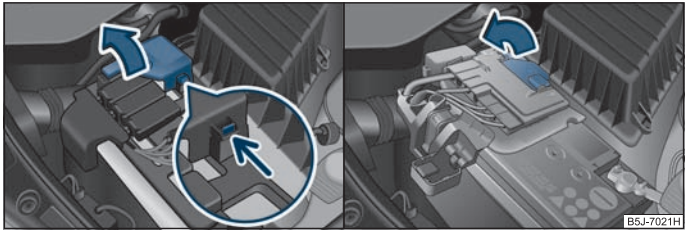

Fig. 140 The battery: Pull up the cover (automatic gearbox) / (manual gearbox)
– Unlock the interlock on the positive terminal side of the battery ⇒ fig. 140.
– Pull up the cover in direction of arrow ⇒ fig. 140 (automatic gearbox) or ⇒ fig. 140 (manual gearbox).